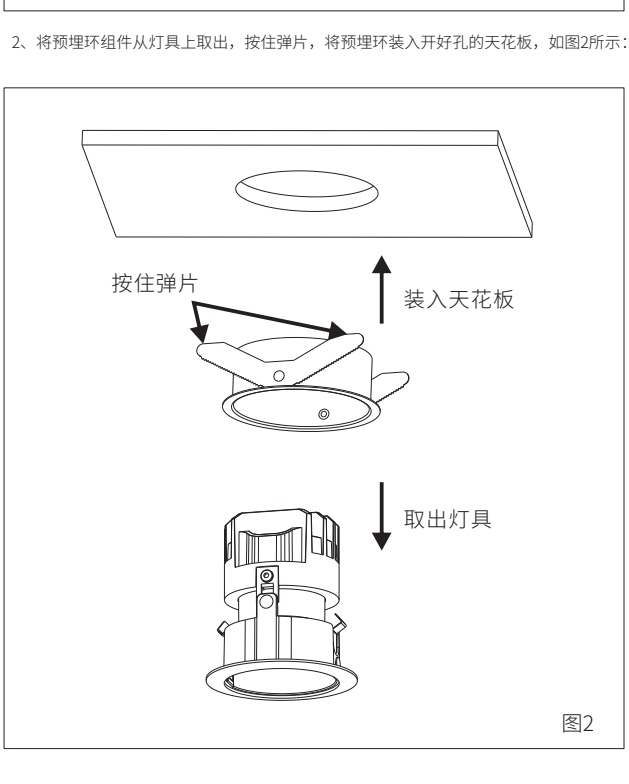

图2
2、将预埋环组件从灯具上取出，按住弹片，将预埋环装入开好孔的天花板，如图2所示：